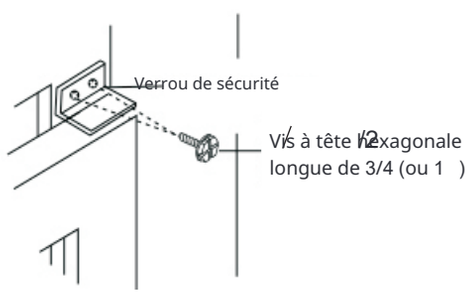

Fig.19
2. Fixez le verrou de sécurité à angle droit (Fig. 19).